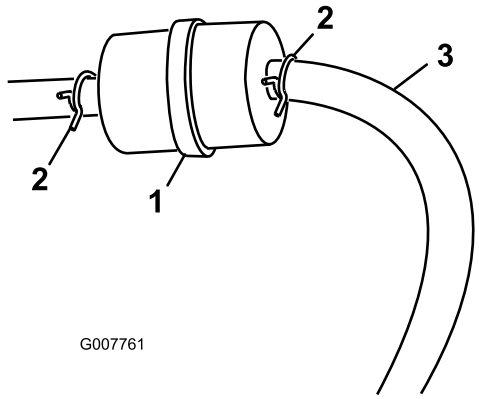

**Figur 26**
3. Klem slangeklemmernes ender sammen, og skub dem væk fra filteret (Figur 26).
5. Monter et nyt filter, og flyt slangeklemmerne hen til filteret (Figur 26).
3. Løsn slangeklemmen ved brændstoffilteret, og før den op ad brændstofrøret væk fra brændstoffilteret (Figur 26).
4. Træk brændstofrøret af brændstoffilteret (Figur 26).
**Bemærk:** Lad benzinen løbe ud i en benzindunk eller et aftapningskar (Figur 26).
5. Monter brændstofrøret på brændstoffilteret. Før slangeklemmen hen til brændstofventilen for at fastgøre brændstofrøret (Figur 26).